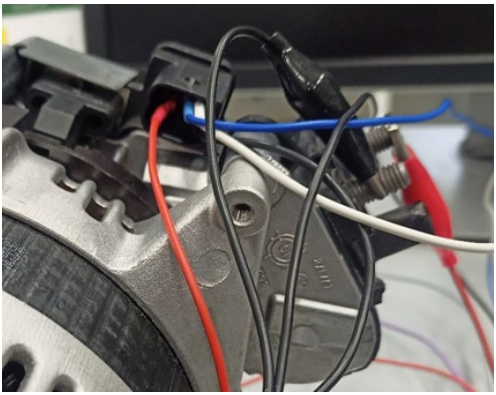

Рисунок 28. Подключение диагностического кабеля к контактам в разъёме
2.1. Подключите необходимые провода к терминалам в разъёме генератора см. рис. 28.